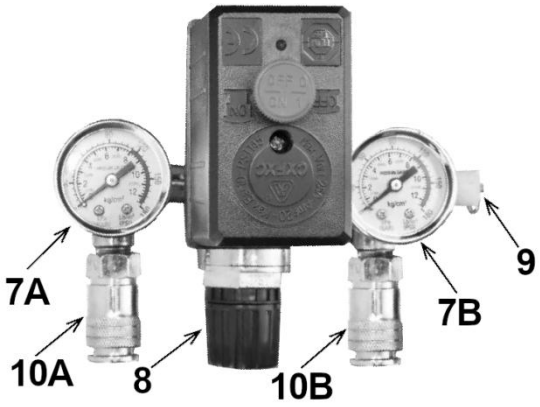

Rys. 5
- Pokrętłem regulacji ciśnienia roboczego **8 (Rys. 5)** ustawić na minimum.
Obsługa kompresora nie powinna sprawić trudności nawet mniej doświadczonemu majsterkowiczowi. Jedyna regulacja, która może być potrzebna, to regulacja ciśnienia roboczego, którą dokonuje się za pomocą pokrętła **8 (Rys. 5)**.
Kompresor zaopatrzony jest w dwa manometry. Manometr **7B (Rys. 5)** wskazuje aktualne ciśnienie w zbiorniku. Podłączenie osprzętu pod króciec **10B (Rys. 5)** znajdujący się pod tym manometrem będzie oznaczało pracę z pełnym wydatkiem przepływu powietrza, jaki zapewnia maksymalne ciśnienie w zbiorniku.
Manometr **7A (Rys. 5)** wskazuje ciśnienie robocze regulowane przez użytkownika za pomocą pokrętła **8 (Rys. 5)**. Obrót pokrętłem w kierunku przeciwnym do ruchu wskazówek zegara powoduje zmniejszenie ciśnienia na wyjściu **10A (Rys. 5)**, natomiast pokręcenie pokrętłem w kierunku zgodnym z ruchem wskazówek zegara powoduje wzrost ustawianego ciśnienia.
Gdy kompresor osiągnie maksymalne ciśnienie, przekręcić regulator ciśnienia **8 (Rys. 5)** tak, aby manometr **7A (Rys. 5)** wskazał wymagane ciśnienie robocze w zbiorniku. Aby utrzymać wymagane ciśnienie, należy unieruchomić pokrętło przy pomocy pierścienia znajdującego się pod pokrętłem **8 (Rys. 5)**.
Zawór bezpieczeństwa **9 (Rys. 5)** służy jako zabezpieczenie przed ewentualną awarią łącznika ciśnieniowego oraz przepuszcza powietrze, gdy wartość ciśnienia w zbiorniku przekroczy 8 barów, zmniejszając tym samym ciśnienie w zbiorniku. Zaworem tym można także szybko opróżnić zbiornik z powietrza przy wyłączonym kompresorze.
- Zredukuj ciśnienie w zbiorniku powietrza poprzez pociągnięcie zaworu bezpieczeństwa **9 (Rys. 5)**, a następnie pozostaw kompresor do ostygnięcia.